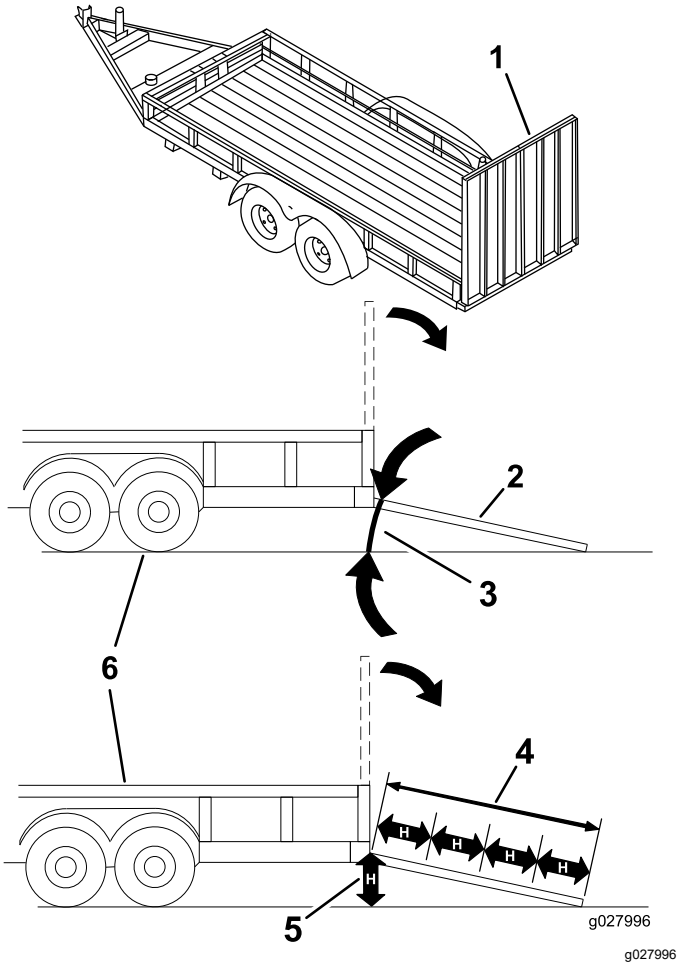

Figur 42
Om man lastar på en maskin på ett släp eller en lastbil ökar risken för att välta, vilket kan orsaka allvarliga personskador och innebära livsfara (Figur 42).
3. Sänk ned rampen och säkerställ att vinkeln mellan rampen och marken inte är större än 15 grader (Figur 42).
1. Sänk ned rampen och säkerställ att vinkeln mellan rampen och marken inte är större än 15 grader (Figur 42).